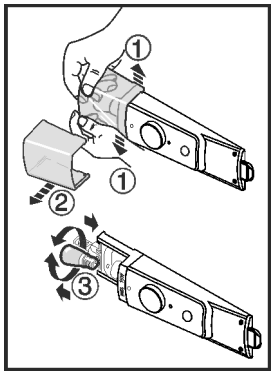

Fig. 12
▶ Extindeți apărătoarea lămpii dinspre interior, conform figurii, în partea din față *Fig. 12 (1)* și extrageți-o în lateral *Fig. 12 (2)*.
▶ Înlocuiți lampa. *Fig. 12 (3)*